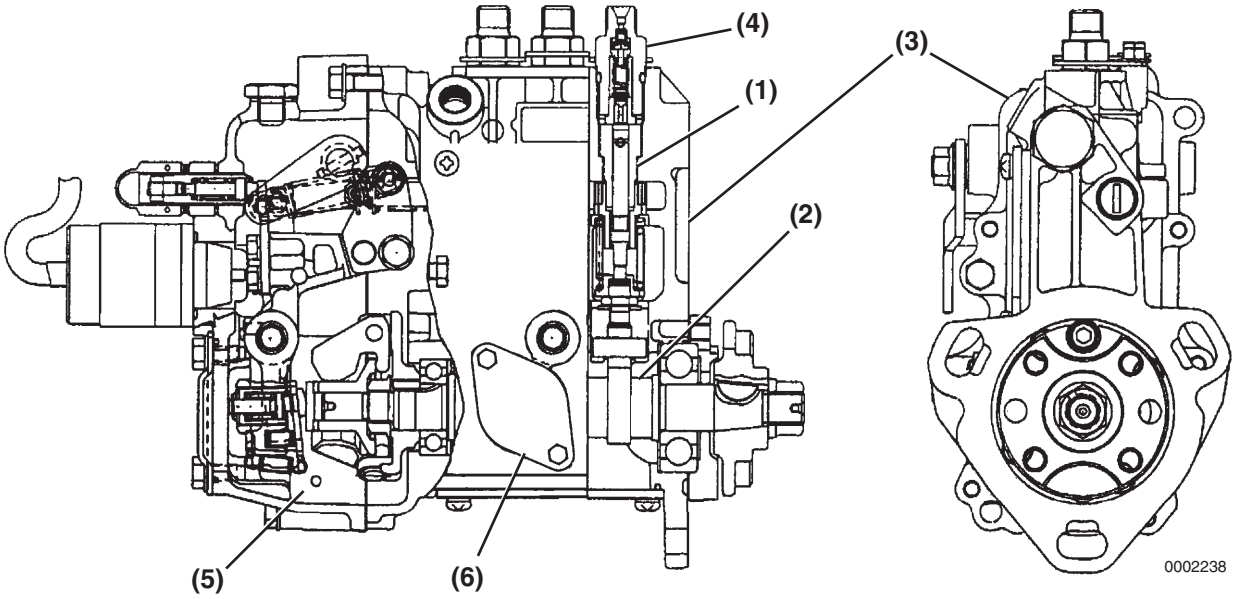

Figure 7-1
The Yanmar ML Fuel Injection Pump is an in-line type pump which consists of a fuel supply plunger **(Figure 7-1, (1))** for each cylinder, a camshaft **(Figure 7-1, (2))**, and a pump housing **(Figure 7-1, (3))**. A delivery valve **(Figure 7-1, (4))** connects to a high-pressure fuel line for each cylinder. The fuel injection pump housing contains a governor **(Figure 7-1, (5))**.
Fuel from the fuel tank to the fuel injection pump is delivered by a low-pressure electric fuel pump. On a few special models, a mechanical fuel pump is used instead of an electric pump. The mechanical fuel pump is mounted to the fuel injection pump housing in place of the cover plate **(Figure 7-1, (6))**.